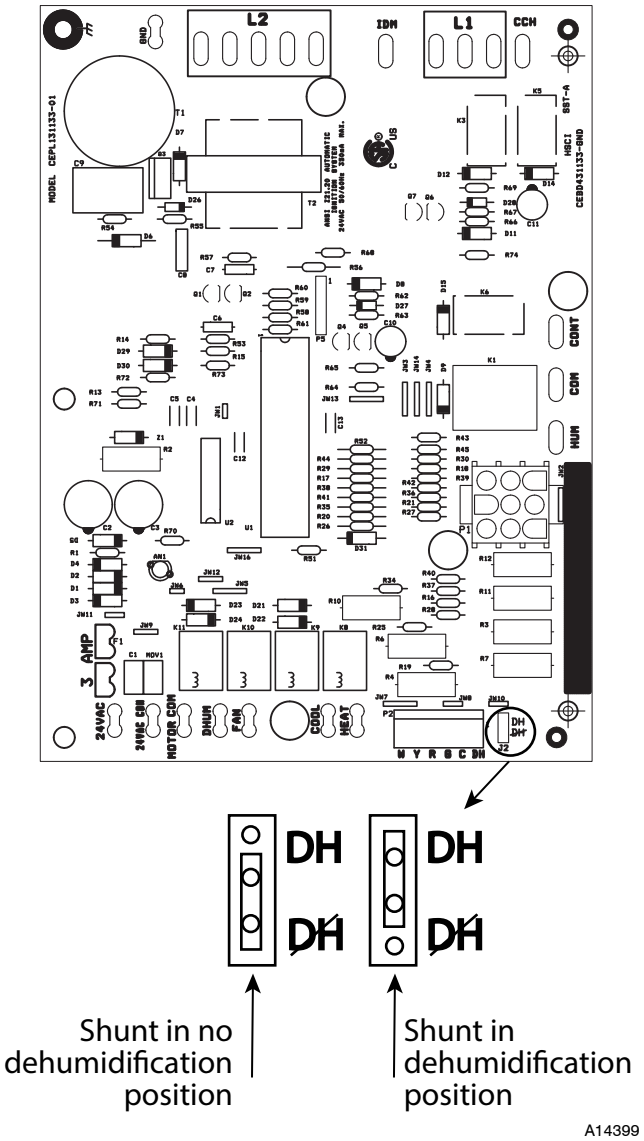
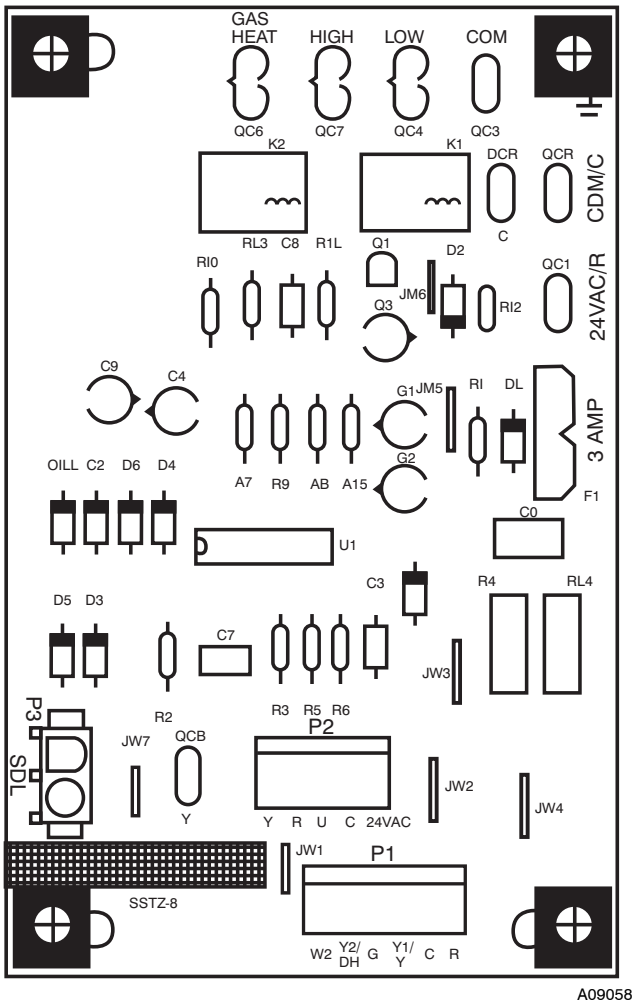

**Fig. 17 - Single Phase IGC Board**
**Fig. 18 - Interface Fan Board (IFB)**
This unit is factory-set for use with a single cooling fan speed. For single phase models, the cooling speed is marked "COOL" on the IGC (See Fig. 17). For 3-phase models, the cooling speed is marked "LOW" on the interface board (IFB)(See Fig. 18). The factory-shipped settings are noted in Tables 10 and 11. There are up to 3 additional speed tap wires available for use in either gas heating mode, cooling mode, or continuous fan mode (For color coding on the indoor fan motor leads, see Table 8). For single phase models, one of the additional speed tap wires is connected to the continuous fan, with the other 2 wires shipped loose in the control box near the IGC. For three phase models, the additional 3 speed tap wires are shipped loose with vinyl caps and are located in the control box near the interface fan board (IFB) (See Fig. 18).
2. Remove the current speed tap wire from the "GAS HEAT" terminal on the interface fan board (IFB) (Fig.18) and place vinyl cap over the connector on the wire.
2. Remove the current speed tap wire from the "LOW" terminal on the interface fan board (IFB) (See Fig. 18) and place vinyl cap over the connector on the wire.
1. Move shunt jumper on IGD board to "DH" (See Fig. 17).
1. Remove fan speed tap wire from the "LOW" terminal on the interface fan board (IFB) (See Fig. 18).
When the DEHUM feature is not used, the continuous fan speed will be the same as cooling fan speed. When the DEHUM feature is used, the continuous fan will operate on IFB "LOW" speed when the DH control lead is not energized, or IFB "HIGH" speed when the DH lead is energized (see Fig. 18).